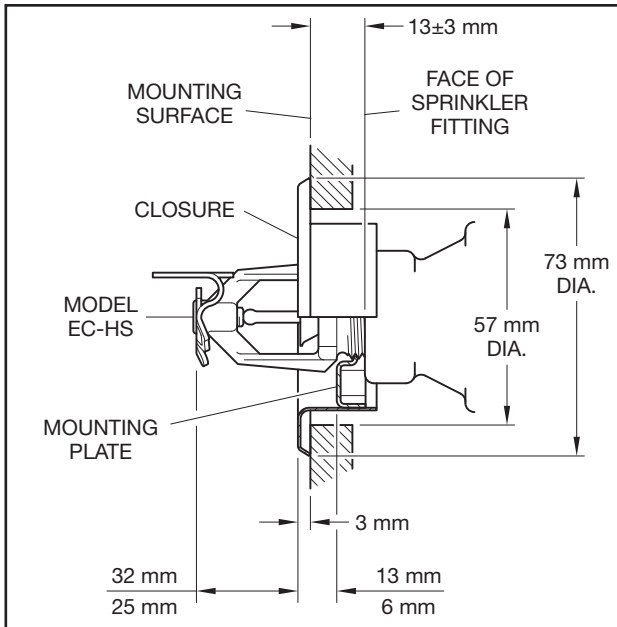

FIGURE 3
3. Installed with Style 20 recessed Escutcheon. See Figure 3.